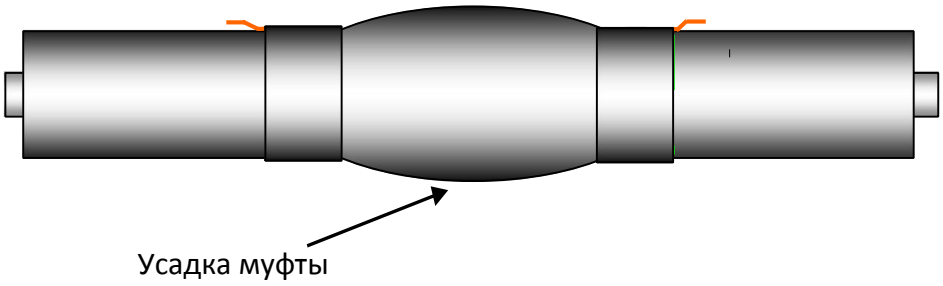

Рисунок 16 - Общий вид усаженной муфты
13.6.2 Произвести визуальный контроль усадки муфты по всей окружности. Степень окончания усадки определяется наличием “полочки”. (Рисунок 16)